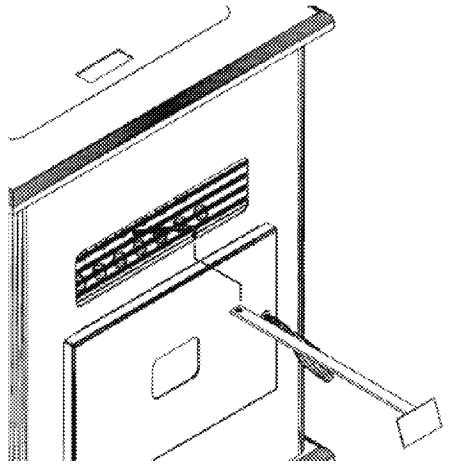

FIGURE 15
a. Tubes d'échangeur thermique – Votre poêle Breckwell unité est conçu avec un nettoyeur intégré de tubes d'échangeur. Il doit être utilisé tous les deux ou trois jours afin d'éliminer les cendres accumulées sur les tubes, qui réduit l'efficacité de votre poêle. Insérez l'extrémité de poignée (avec trou) de l'outil de nettoyage sur la tige de nettoyage (Référez-vous à la figure 15). Cette tige de nettoyeur est située dans la grille au-dessus de la porte du poêle. Déplacez la tige de nettoyeur d'avant en arrière plusieurs fois afin de nettoyer les tubes d'échangeur thermique. Quand c'est terminé assurez-vous de laisser le nettoyeur de tubes à l'arrière du poêle.
b. Nettoyez les tubes d'échangeur thermique (Voyez à "NETTOYAGE" et à la figure 15).